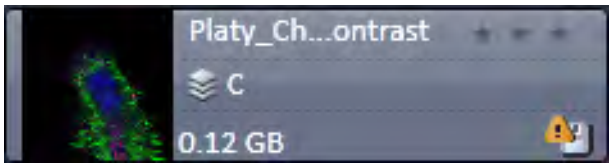

Fig. 766 Image with warning symbol
- In case the image is not saved or has been processed, a warning symbol is diplayed on the right side (Fig. 766).